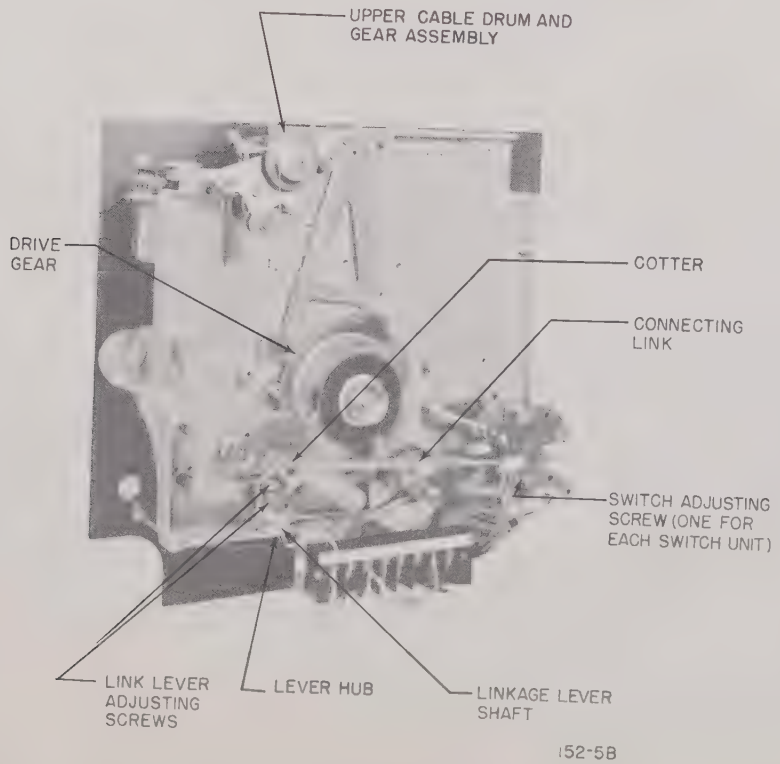

Figure 2. Rear View of Circular Chart Recorder Chassis Showing Dual Switch Mechanism
(1) Inspect for loose or broken connections at terminal block.
(2) Refer to wiring diagrams included in this manual and connect an ohmmeter to each set of terminals in turn. Check for proper switching action by rotating the drive gear (fig. 2) to move pen past set point index. Also observe the mechanism for proper mechanical action. Replace defective parts and refer to par. 2, below.